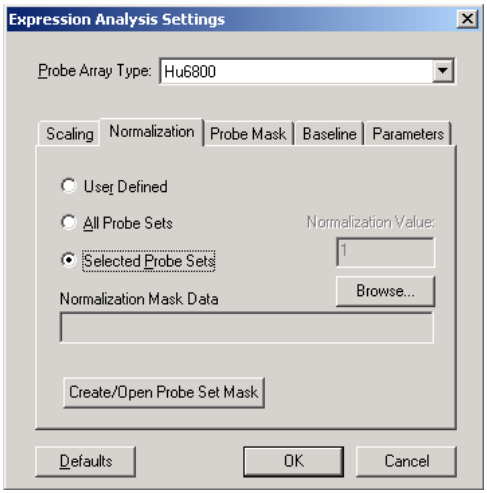

Figure E.24
1. In the Normalization tab, click **Browse** **(Figure E.24)**.